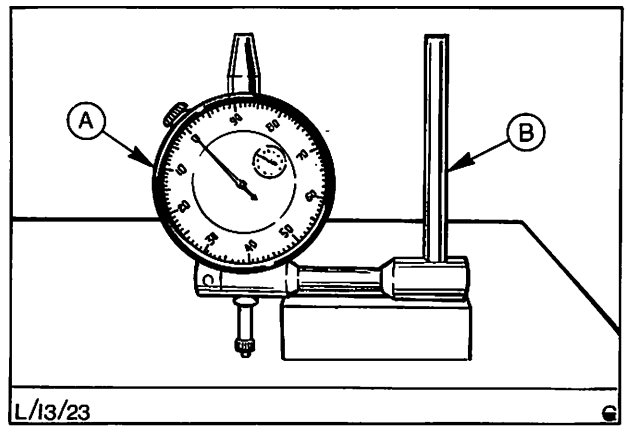

Abb. 27 Nullstellung der Meßuhr
11. Meßuhr 15-046 mit Meßblock 15-008 auf einer Planfläche (Anreißplatte) aufstellen. Sicherstellen, daß der Taststift der Meßuhr die Platte berührt, dann Meßuhr auf Null stellen, Abb. 27.